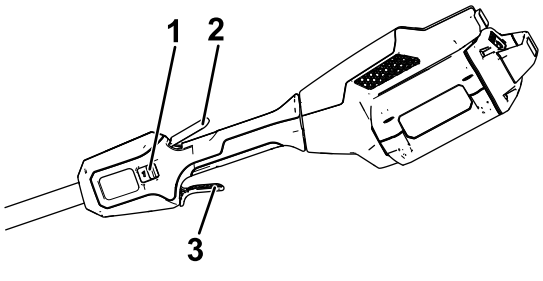

Figuur 8
4. Om de trimmer te starten drukt u de beveiligings-trekker in en dan de snelheidsregeling-trekker (Figuur 8).